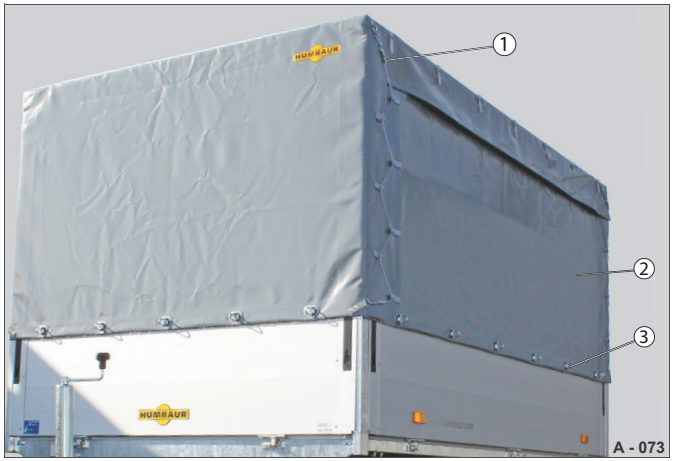

Abb. 84 Vysoká plachta / posuvná plachta uzavřená
▶ Otevřete bezpečnostní prvek část 1 (Abb. 84/1) – viz „Zabezpečovací prvek část 1” na straně 125.
▶ Otevřete bezpečnostní prvek část 2 (Abb. 84/3) – viz „Zabezpečovací prvek část 2” na straně 126.